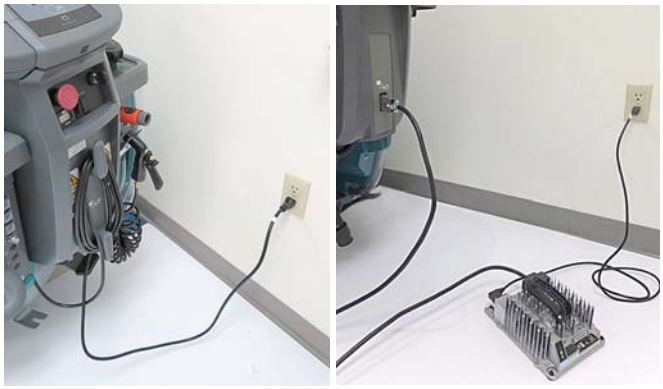

FIG. 116
13. Charge batteries (Figure 116). See BATTERIES.